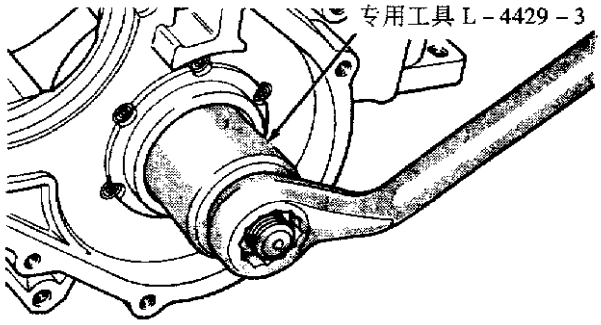

图 6－154　安装后行星内接齿轮轴外圈
(2)组装：输出轴的组装过程与上述分解相反，操作时需要注意的步骤如图 6－155～图 6－161 所示。下列任何零件更换，需确定垫圈厚度：变速器壳体；输出轴；后行星内接齿轮；输出轴齿轮；后部内接齿轮和输出轴齿轮轴承内圈；超速离合器轨道杯。垫圈厚度的确定方法参看本节后面部分的“轴承调节程序”。检查输出轴轴承转动扭矩，使用扭力扳手，如果转动扭矩为 0.339～0.9N·m，则此垫片为合适垫片。